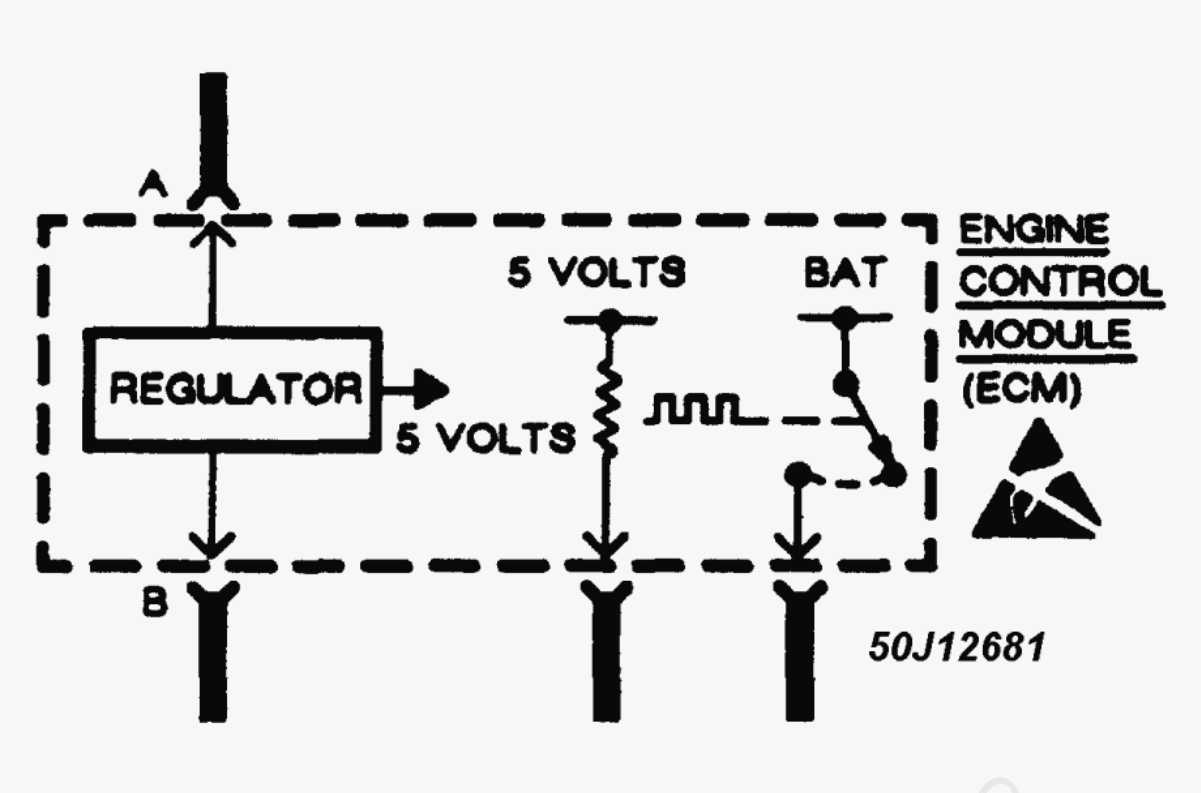

Fig. 2: Sample Schematic Showing Typical ESD Sensitive Device
1. Solid State circuits in electronic devices are shown greatly simplified in schematics. See **Fig. 2**. Due to the simplification of the electronic devices on the schematic, resistance measurements could be misleading or could lead to an electrostatic discharge. Always follow the recommended diagnostic procedure.